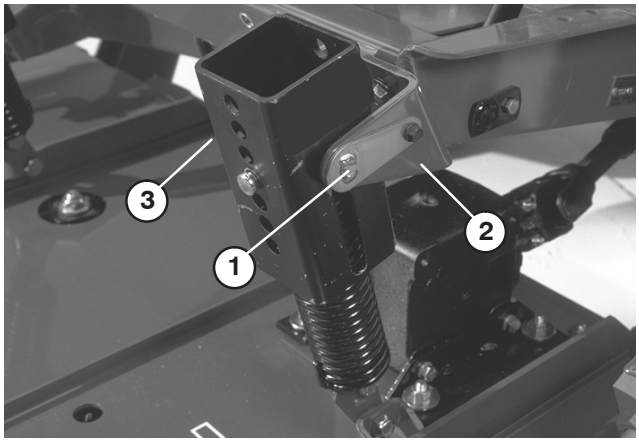

Figure 1
2. If so equipped, disconnect counterbalance from traction unit, remove lock pins from brackets, separate spring tension assemblies from brackets and lay them down on the deck. Loosely secure lock pins to brackets to prevent losing them (Fig. 1).